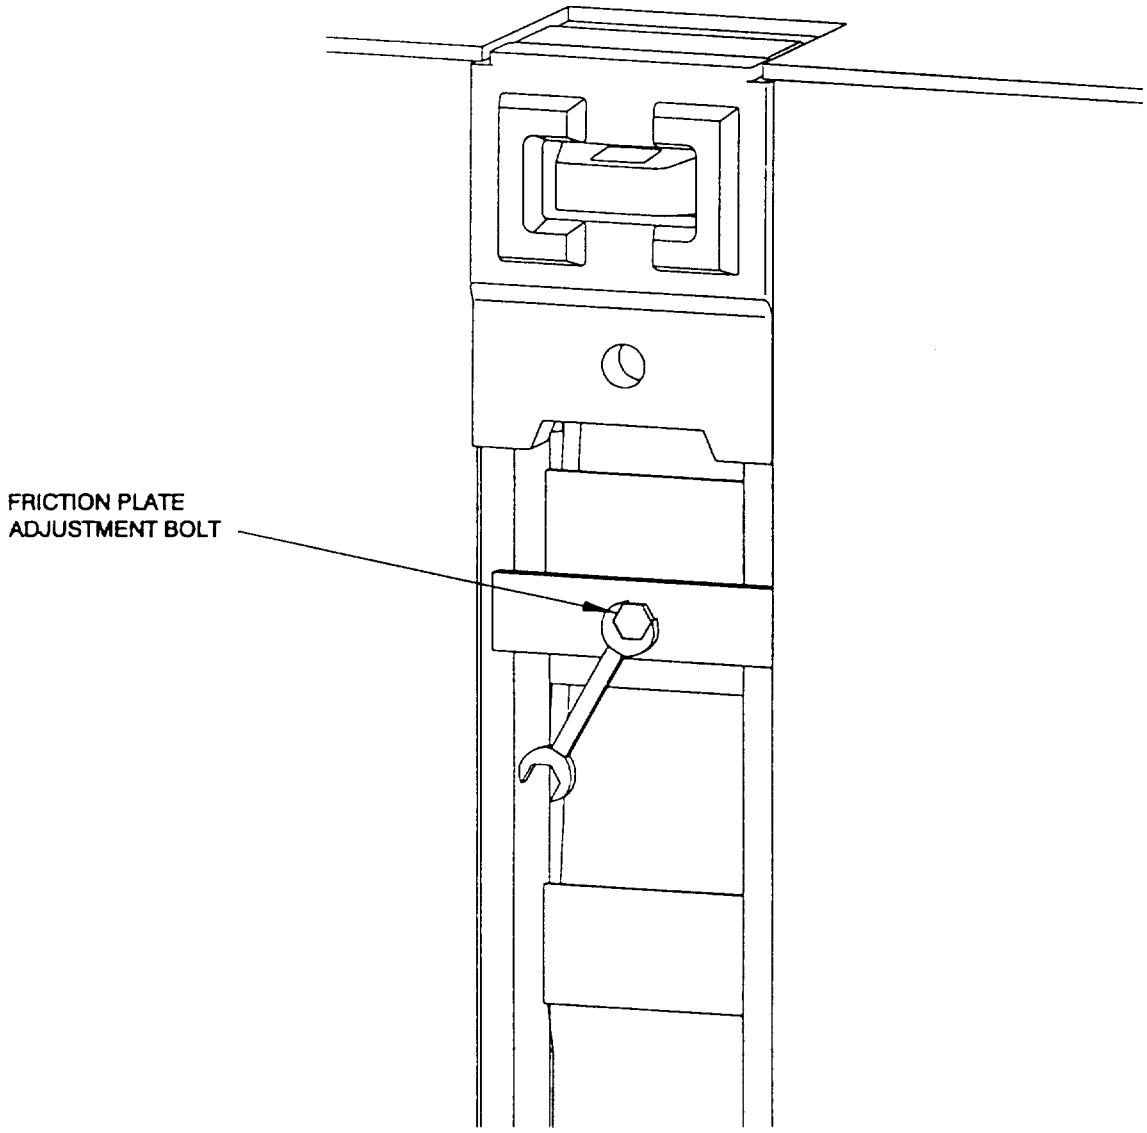

Figure 3-2. Friction Plate Adjustment.
2) Friction Plate Adjustment. Friction Plates apply a force against the guillotine bars, holding them in the up position when raised with pry bars. The friction may be adjusted as necessary by adjusting tightness of the bolt located at each connector location using two standard wrenches, as shown in (Figure 3-2). One standard wrench is used to hold the nut of the friction plate while the other wrench loosens or tightens the assembly.